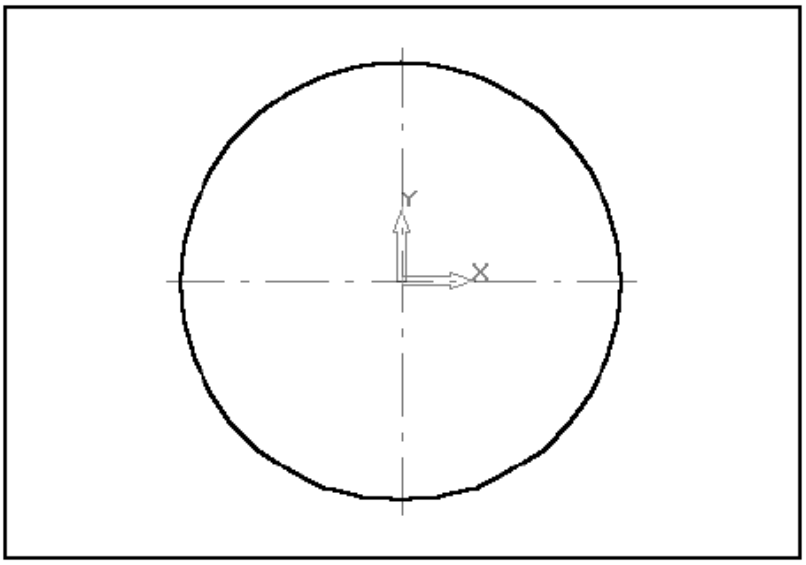

Рис. 8 Приклад побудови кола радіусом 55 мм.
3.4.4 Активуйте поле ***Радиус*** в Строке параметров, введіть значення радіуса **55** i натисніть клавішу <Enter> – система побудувала перше коло (Рис. 8).